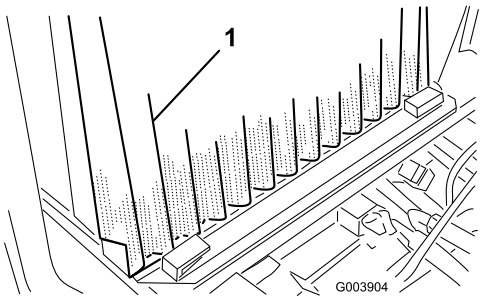

Figur 67
3. Løsne klemmene og trekk opp skjermen for føre den ut av sporene (Figur 67).
5. Hev oljekjølerne litt og sving dem fremover (Figur 67).